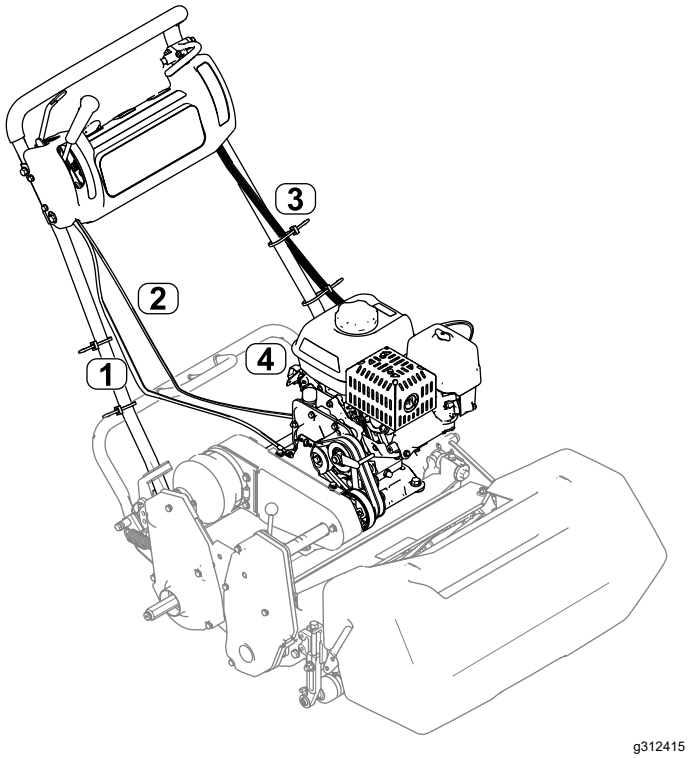

Figur 8
7. Monter gasskabelen til maskinen. Se maskinens *Servicehåndbok* (Figur 8).
Merk: Observer gasskabelføringen som vist i Figur 8. Før kabelen langs venstre side av motoren og mellom luftfilterdekselet og drivstofftanken.
11. Koble ledningssatsen til sperremodulen, og før den langs venstre side av håndtaket (Figur 8).